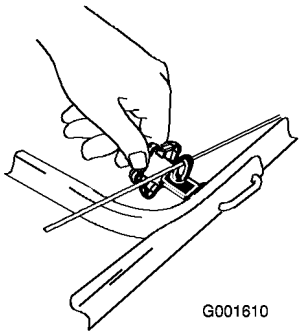

Figure 5
4. Posez les boulons du mancheron, montez le guide-câble et serrez fermement les boutons (Figure 5).